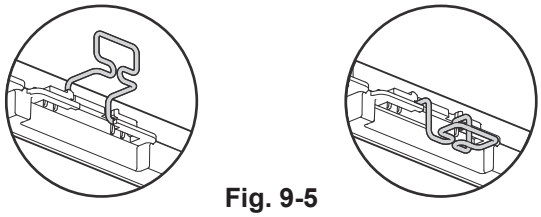

Fig. 9-5
9.4.1. Preparazione (Fig. 9-5)